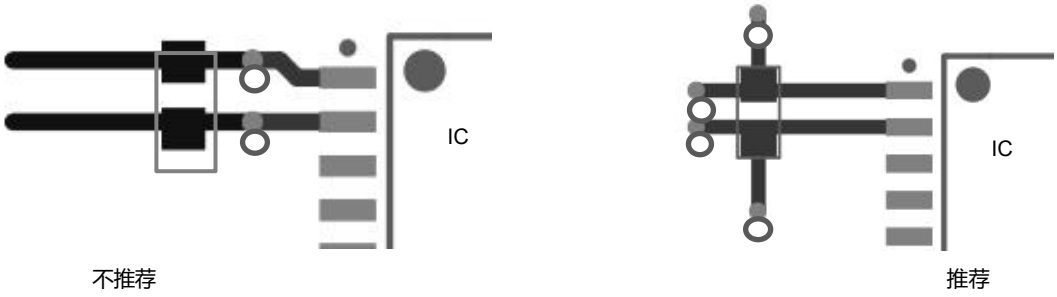

图 10-2
4、当需要在供电电源线和地线中放置过孔时，过孔的位置应在电容相对芯片引脚的外侧，而非放置在电容与芯片之间，如下图 10-2 所示，以减少过孔寄生电感的影响。